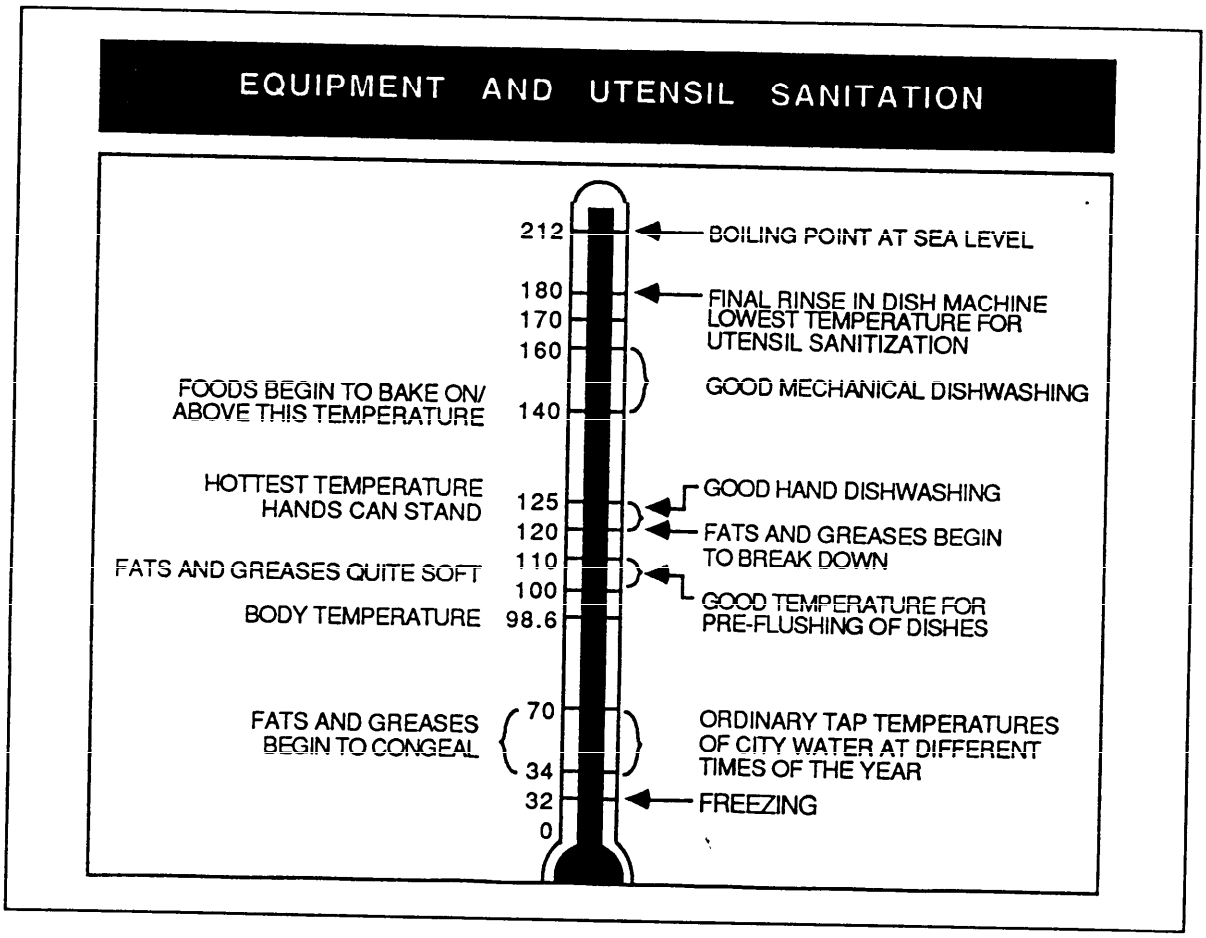

Figure 1
2.1 Objective and Implementation. This section reviews general health, safety, and environmental issues as they relate to the operation and maintenance of food service equipment. Food service equipment must meet very rigid performance standards and maintenance requirements to ensure food quality. Many of these standards deal with effective bacteria treatment and prevention of food contamination. Maintenance personnel need to be well acquainted with details from the Manual of Naval Preventive Medicine to promote a healthy atmosphere. The single most important consideration in the maintenance of food service equipment is cleaning. Cleaning ensures proper sanitation and prevents a decrease in equipment performance. See Figure 1 below and Appendix A for further guidance and references.
b) Verify dishwater temperature monthly to assure dishwasher thermometer accuracy. It is essential that proper water temperatures are used to maintain sanitary standards. Maintain a minimum final rinse temperature of 180 degrees F (see Figure 1).